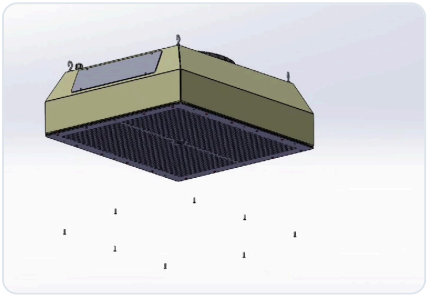

Fig. 3 – Loosen the screws of the intake grille
3. Loosen the fixing screws at the edge of the intake grille while the second person holds the grille (Fig. 3). Put the screws down in a safe place.